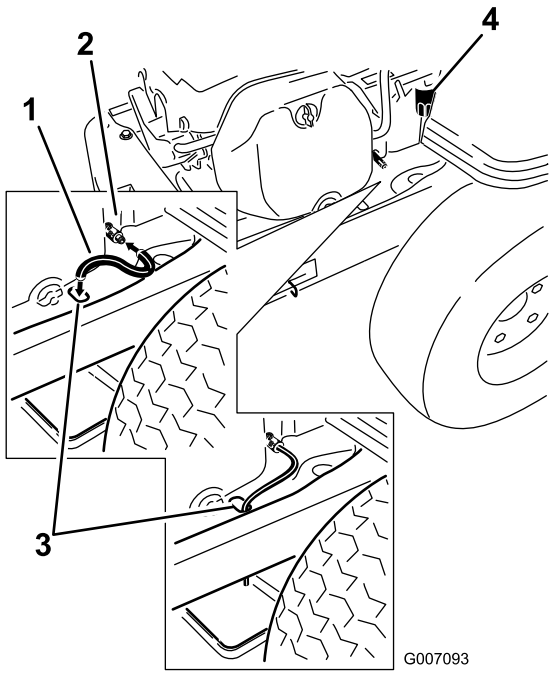

Figuur 33
4. Reinig de omgeving van de aftapplug en het frame van de machine. Ga naar de olieaftapslang en schuif deze over de aftapplug (Figuur 33).
5. Breng het ander uiteinde van de olieaftapslang over het uiteinde van het frame (Figuur 33).